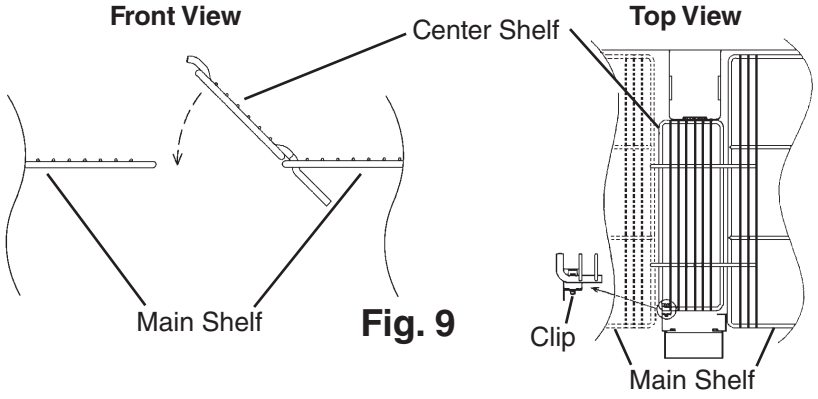

Fig. 9
2) 2 and 3 section appliances may be equipped with center shelves which should be installed after the main shelves are in place. The center shelf kit contains additional clip(s) which support the center shelf when the main shelves on one side of the cabinet are not aligned with the main shelves on the other side of the cabinet. See Fig. 9. **WARNING! Without this additional support, the shelf assembly could tip under adverse loading conditions.**